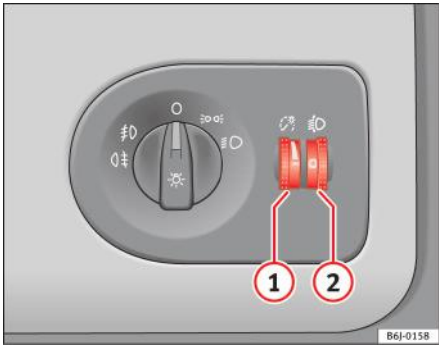

Fig. 52 Planşa de bord: reglarea iluminării instrumentelor şi a comutatoarelor şi butonul pentru reglarea farurilor
La aprinderea farurilor, luminozitatea instrumentelor şi iluminarea comutatoarelor pot fi reglate prin rotirea butonului rotativ în funcție de preferințe ⇒ fig. 52 (1).